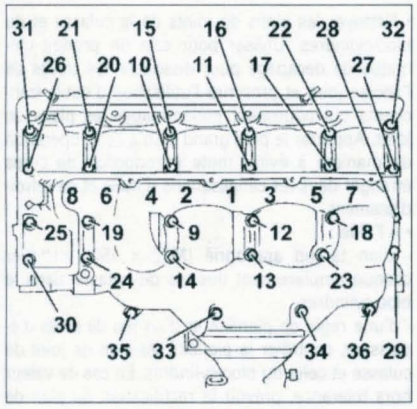

FIGURE 1-27
- les 8 goujons dans l'ordre prescrit (1 à 8) **(figure 1-27)**.
- les 28 vis restant (9 à 36) **(figure 1-27)**.
• Serrer les vis du carter chapeaux de paliers d'arbres à cames en respectant l'ordre et le couple de serrage prescrits **(figure 1-27)**.